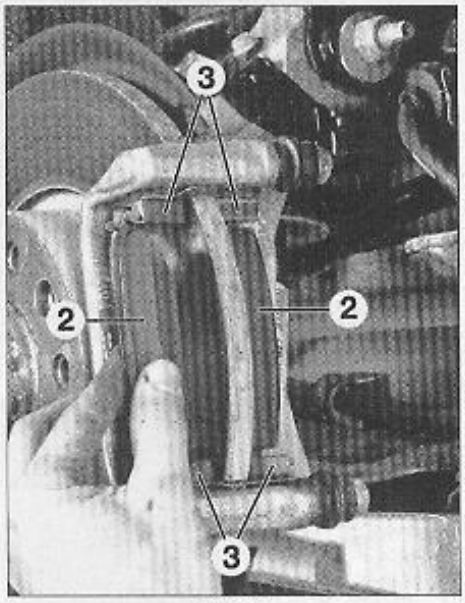

FIG. 10
• Déposer les plaquettes de frein (2) (Fig.10).